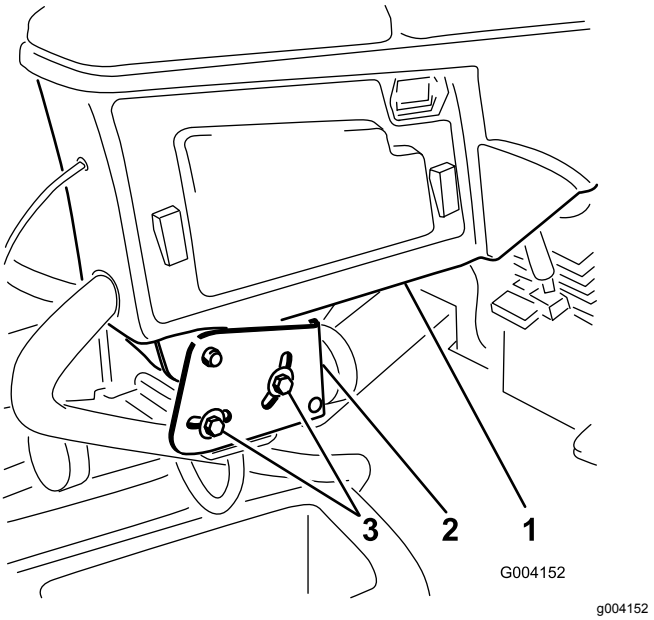

**Figur 2**
1. Fjern de to boltene som fester kontrollarmen til spaken til holdebraketten (Figur 2).